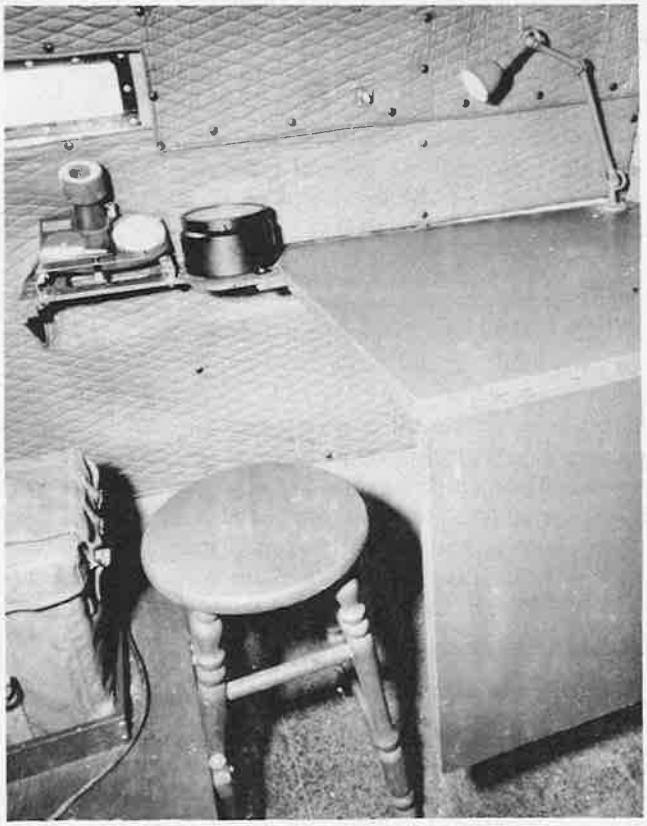

Figure 619—Navigator's Equipment
a. NAVIGATOR'S COMPARTMENT.—A navigator's compartment is provided on the left side of the crew passageway aft of the pilot's compartment and across the aisle from the radio operator's table and chair. The compartment is equipped with a navigator's table and stool. The table is mounted at the forward bulkhead of the compartment and is hinged on the inboard side so that it may be lifted up to form a larger working area. When the table is extended, the hinged half lifts up and extends across the aisle. It is held in place by two simple bolt-type fasteners which may be slid into socket fittings on the plate forward of the radio equipment and on the end of the radio operator's table. The stool is fastened to the floor aft of the table and provides a seat for the navigator when he is working at the table. There is a type A-11 work light mounted on the forward outboard edge of the table. This lamp is adjustable and is controlled by a toggle-type switch marked "WORK LIGHT." The switch is mounted on a wooden support plate directly over the table. A dome light and switch is also provided on this overhead support plate. The work light may be moved out of the way and clipped against the side of the fuselage when not in use. (See figure 619.)